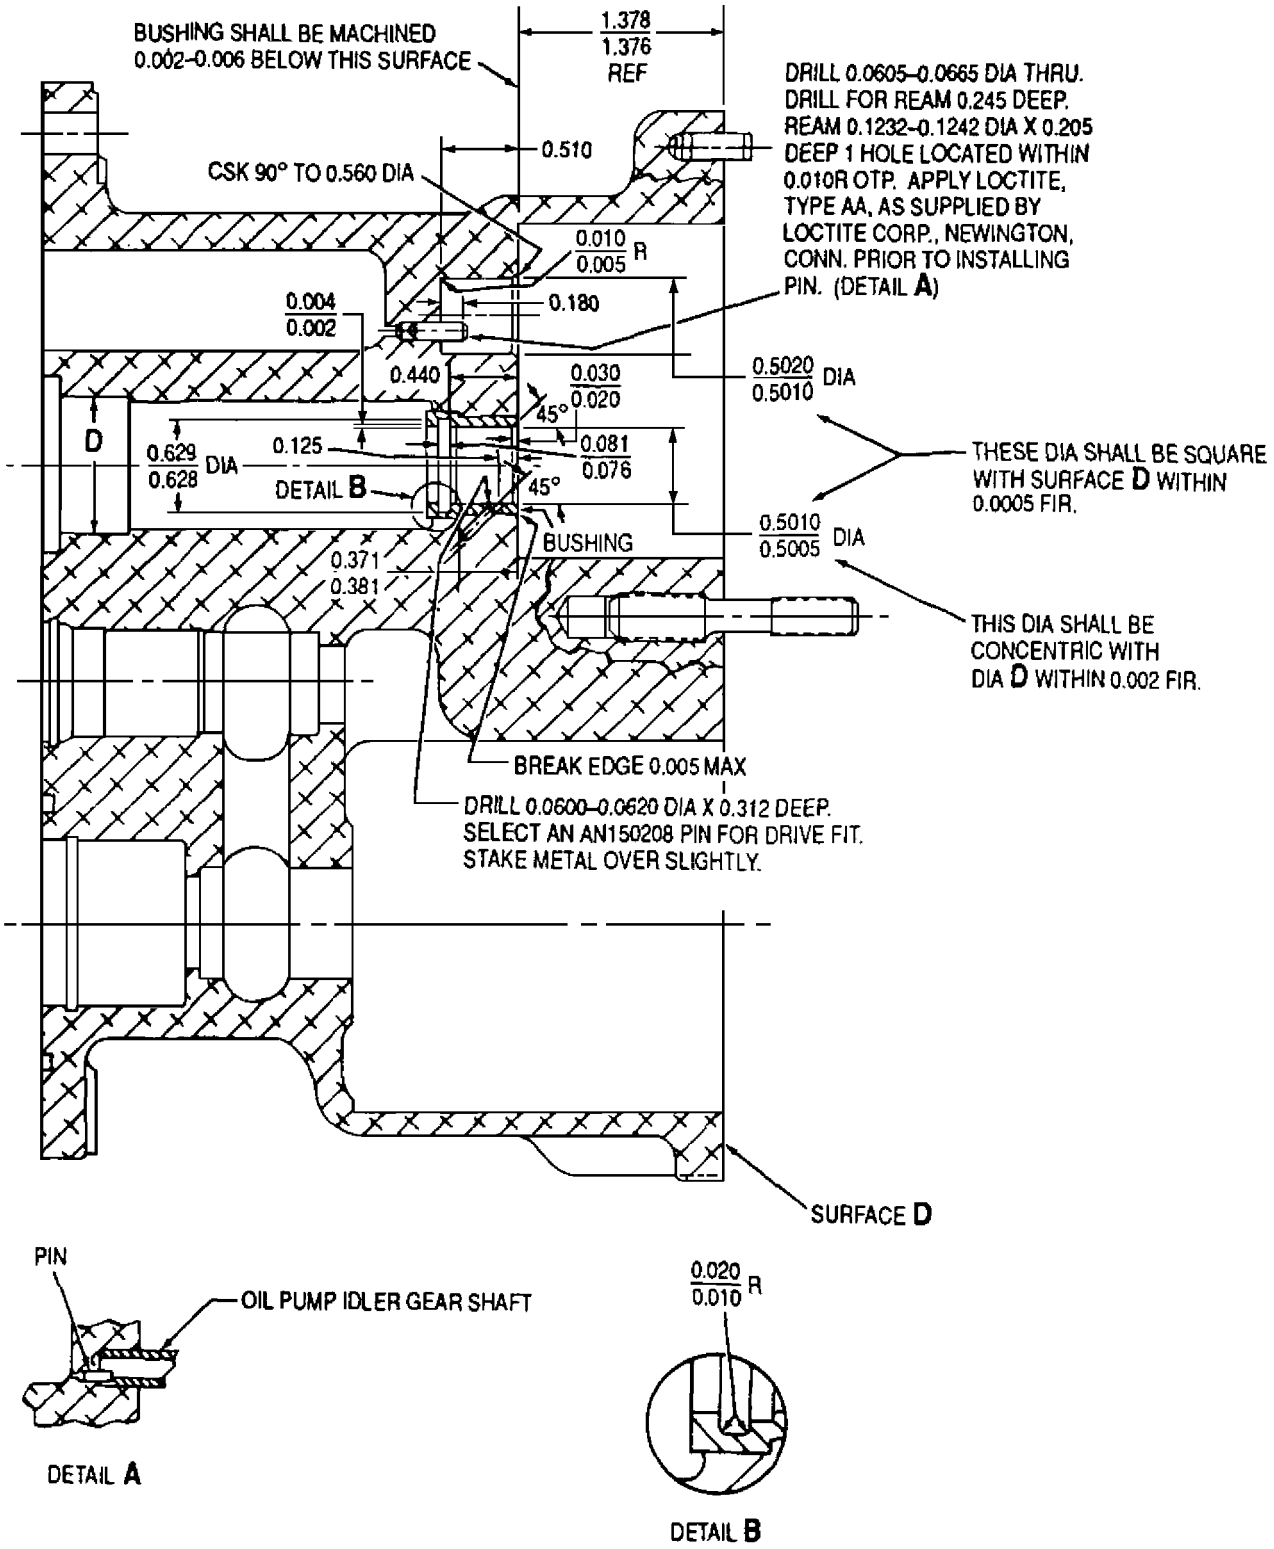
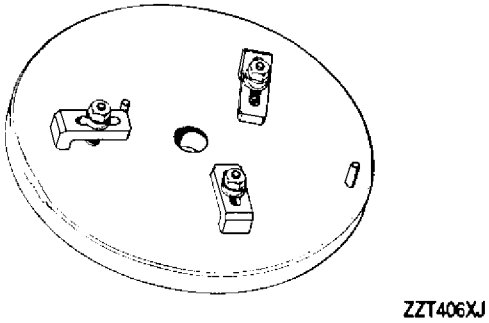

Figure 12. Reduction Gear Oil Pump Body Repair
Figure 17. 6796753 Oil Pump Gear Bushing Rework Lathe Fixture
(2) Remove bushing from body. Note location of lock pin hole in body.
(3) Install replacement bushing (13) using 6795908 drift.
(4) Install body (12) in 6799517 ream jig (figure 14) and finish bushing to dimensions shown (figure 12). Check bushing ID using 6799593 gage (figure 15). Check countersink using gage 6795914 (figure 5).
(5) Drill lock pin hole and install pin as shown (figure 12). Locate hole 20 − 30° away from existing hole.
(6) Install body in 6796753 lathe fixture (figure 17) and machine preformed packing groove to dimensions and concentricity shown (figure 12).